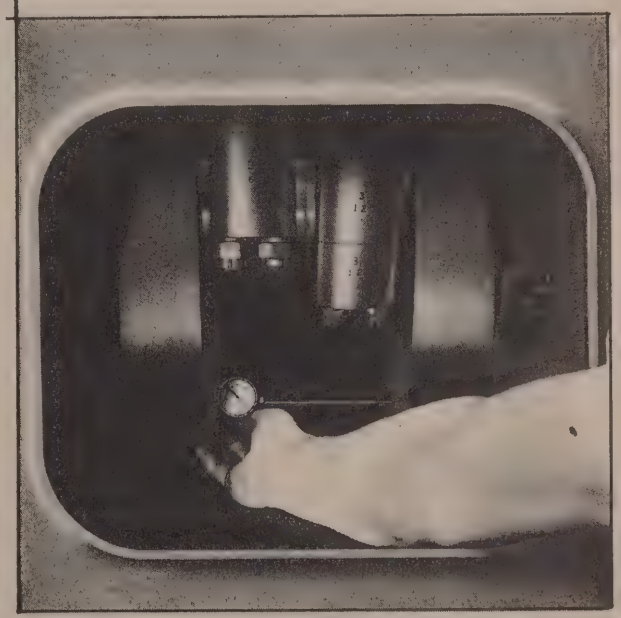

Fig. 1D
2. Place strain gauge between engine crankshaft cheeks nearest the generator, as shown in Fig. 1D. Strain gauge readings should be taken as illustrated. These readings should agree within 0.0035" maximum, 0.0015" preferred. If not, loosen the generator hold-down bolts and remove locating dowels.